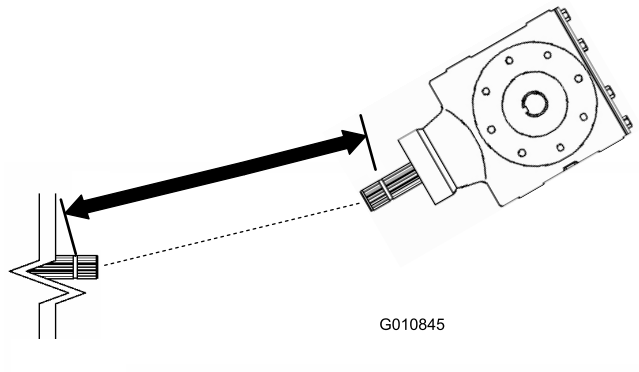
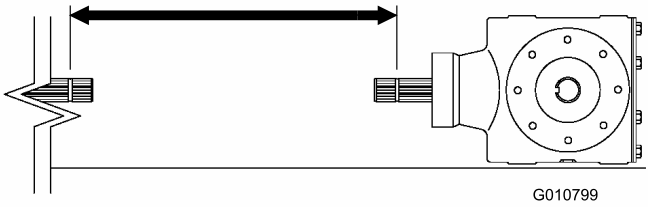
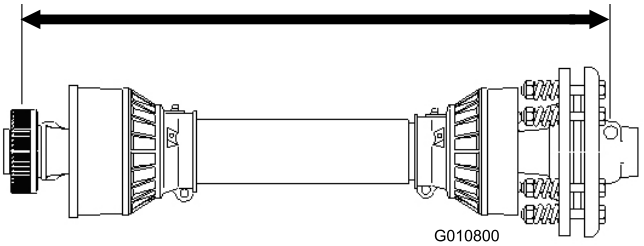

**Figuur 12**
**Figuur 14**
**Figuur 15**
3. Meet de afstand van de borggroef op het uiteinde van de aftakas van de tractor tot aan de borggroef op de aftakas van de versnellingsbak van de beluchter (Figuur 12). Noteer deze afstand. Voorbeeld: 67 cm
5. Meet de afstand van de borggroef op het uiteinde van de aftakas van de tractor tot aan de borggroef op de aftakas van de versnellingsbak van de beluchter (Figuur 14). Noteer deze afstand. Voorbeeld: 70 cm
6. Meet op de aftakas de afstand vanaf het midden van de vergrendelkogel aan het ene uiteinde tot het midden van de borgpen aan het andere uiteinde (Figuur 15). Noteer deze afstand. Voorbeeld: 81 cm
7. Gebruik de kleinste meting van Figuur 14 en Figuur 12, trek deze afstand af van de afstand in Figuur 15. Voorbeeld: 81 cm min 67 cm is 14 cm.